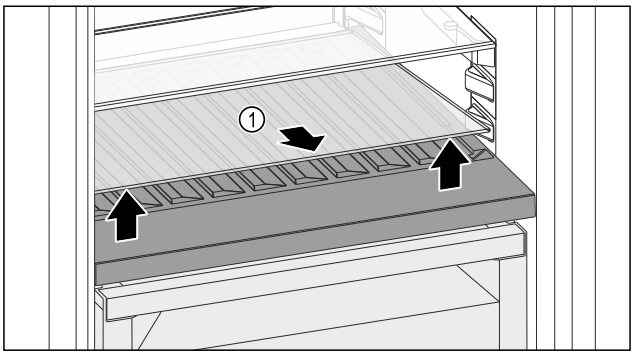

Fig. 164
▶ Glasplaat *Fig. 164 (1)* bij de uitsparing aan de voorzijde optillen en verwijderen.
▶ Glasplaat *Fig. 164 (1)* goed bewaren buiten het apparaat.